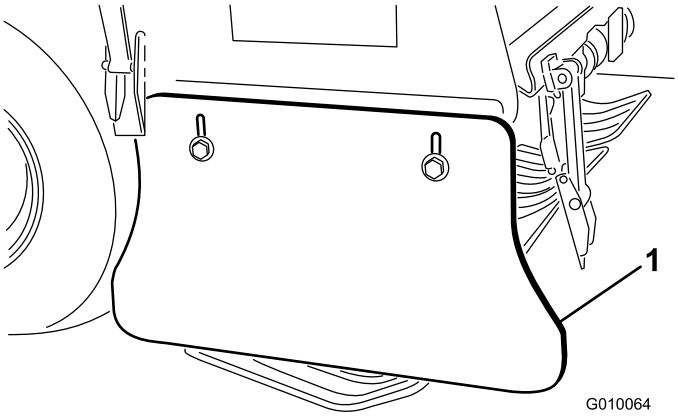

Figuur 63
1. Draai de bouten en moeren los waarmee het zijscherm is bevestigd aan het frame (Figuur 63).